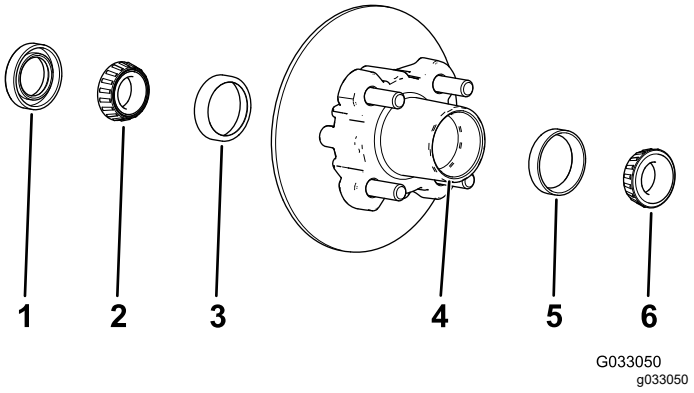

Figur 27
1. Fjern det udvendige leje og lejeløberingen fra navet (Figur 27).
2. Fjern forseglingen og det indvendige leje fra navet (Figur 27).
5. Rengør navets fordybning for alt smøremiddel, snavs og tilsmudsning (Figur 27).
7. Fyld navets fordybning 50 til 80 % med det anførte smøremiddel (Figur 27).
8. Monter det indvendige leje på lejeløberingen på den indvendige side af navet, og monter forseglingen (Figur 27).